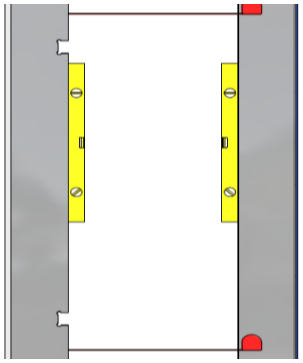
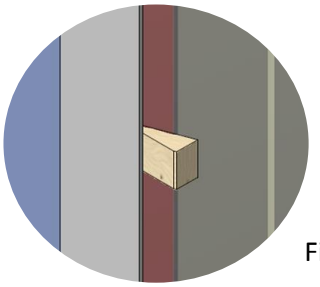

Fig 21
Fig 22
22. Carefully lift PC panel (fixed panel with hinge cut-outs) into floor channel and wedge into position from outside shower. Check panel is level and plumb (fig21) and add extra setting blocks if necessary to level it before temporally securing in place with small timber wedges (fig22)
23. Repeat with remaining panels, checking that they are level with each other and door tolerance is correct from top to bottom (fig21).